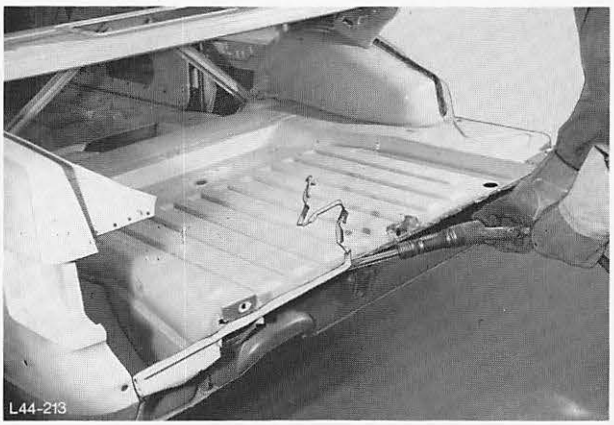

Abb. 228 Blechreste entfernen
11. Blechreste von Punktflanschen entfernen, Abb. 228.